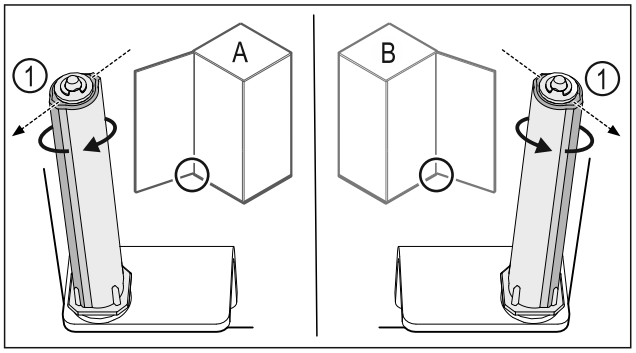

*Fig. 31 Butée à gauche (**A**) / butée à droite (**B**)*
▶ Tourner le système de fermeture contre la résistance jusqu'à ce que son arête *Fig. 31 (1)* pointe vers l'extérieur.